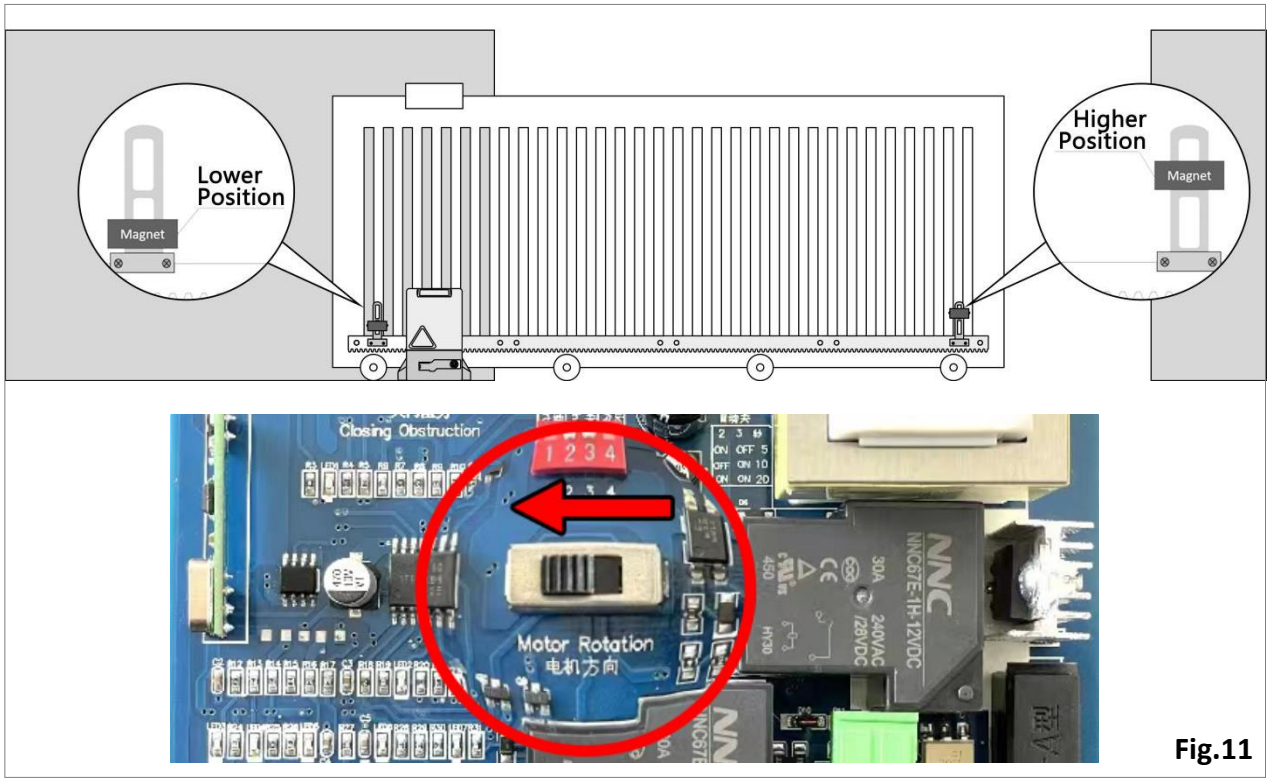

Fig.11
- If the motor is installed on the LEFT side to open the gate (viewed from inside the gate), place the left magnet lower and the right magnet higher. **Make sure to turn the "Motor Rotation" on the PCB to the LEFT.** (Fig.11)